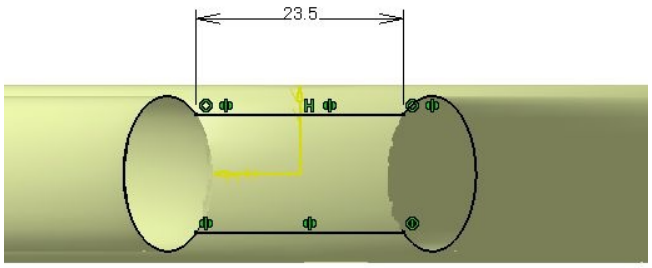
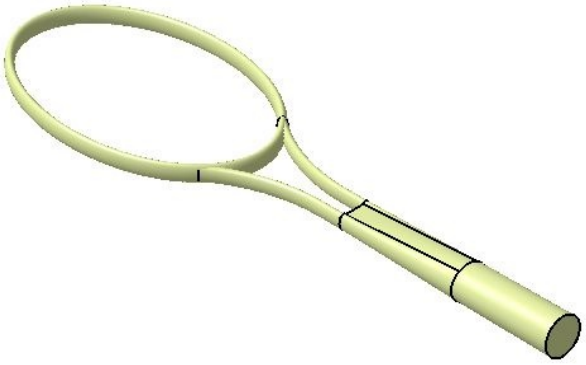

Figure 10-78 *The first section for creating the multi-sections surface*
Figure 10-88 *The final model*
f. Create the multi-sections surface, refer to Figures 10-78 through 10-84.
4. Complete the sketch for the first section, as shown in Figure 10-78, and exit the **Sketcher** workbench.
4. Similarly, create another fill surface using the sketch shown in Figure 10-78. The final model is shown in Figure 10-88.